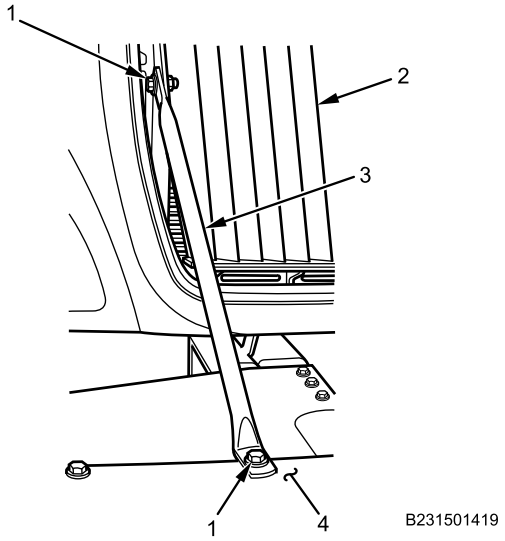

Figure 3. Right Side Armor Grille Support.
6. Remove four bolts (Figure 3, Item 1) and two nuts from armor grille supports (Figure 3, Item 3).
7. Remove armor grille supports (Figure 3, Item 3) from armor grille (Figure 3, Item 2) and bumper (Figure 3, Item 4).